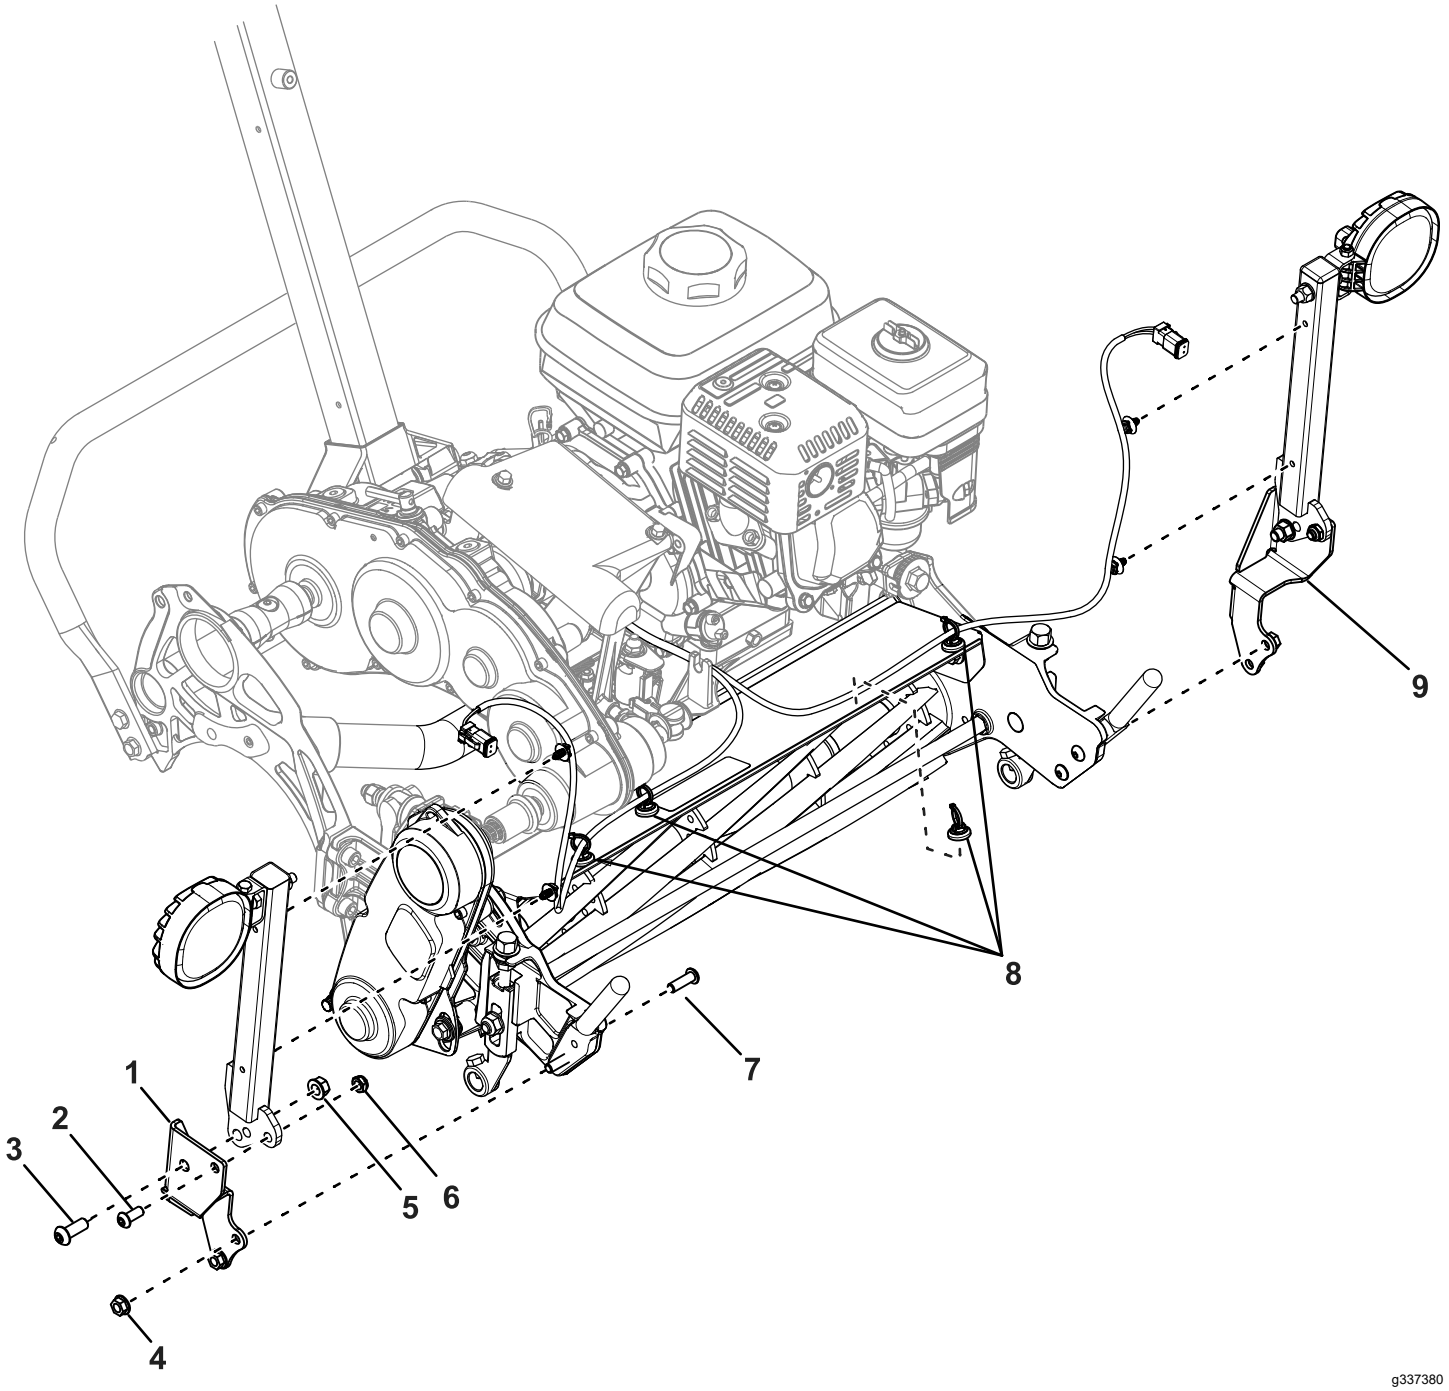

Figur 2
1. Använd två insexskruvar (5/16 tum), två låsmuttrar, två insexskruvar (⅜ tum) och två flänsmuttrar (⅜ tum) för att fästa lampfästena på monteringsfästena (Figur 2).
3. Använd fyra skruvar och fyra flänsmuttrar (5/16 tum) för att fästa monteringsfästena på klippenhetens korgfästen (Figur 2).
4. Montera kablagefästena på de platser som visas i Figur 2.